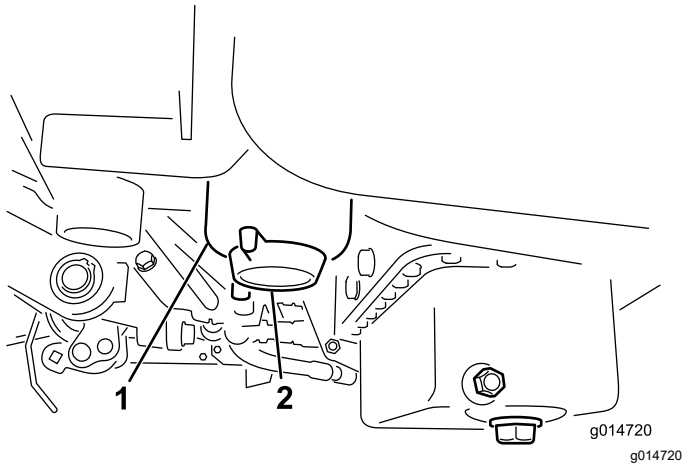

Figure 33
2. Nettoyez la surface autour des supports de la cartouche du filtre (Figure 33).
4. Ouvrez le robinet du filtre (Figure 33).